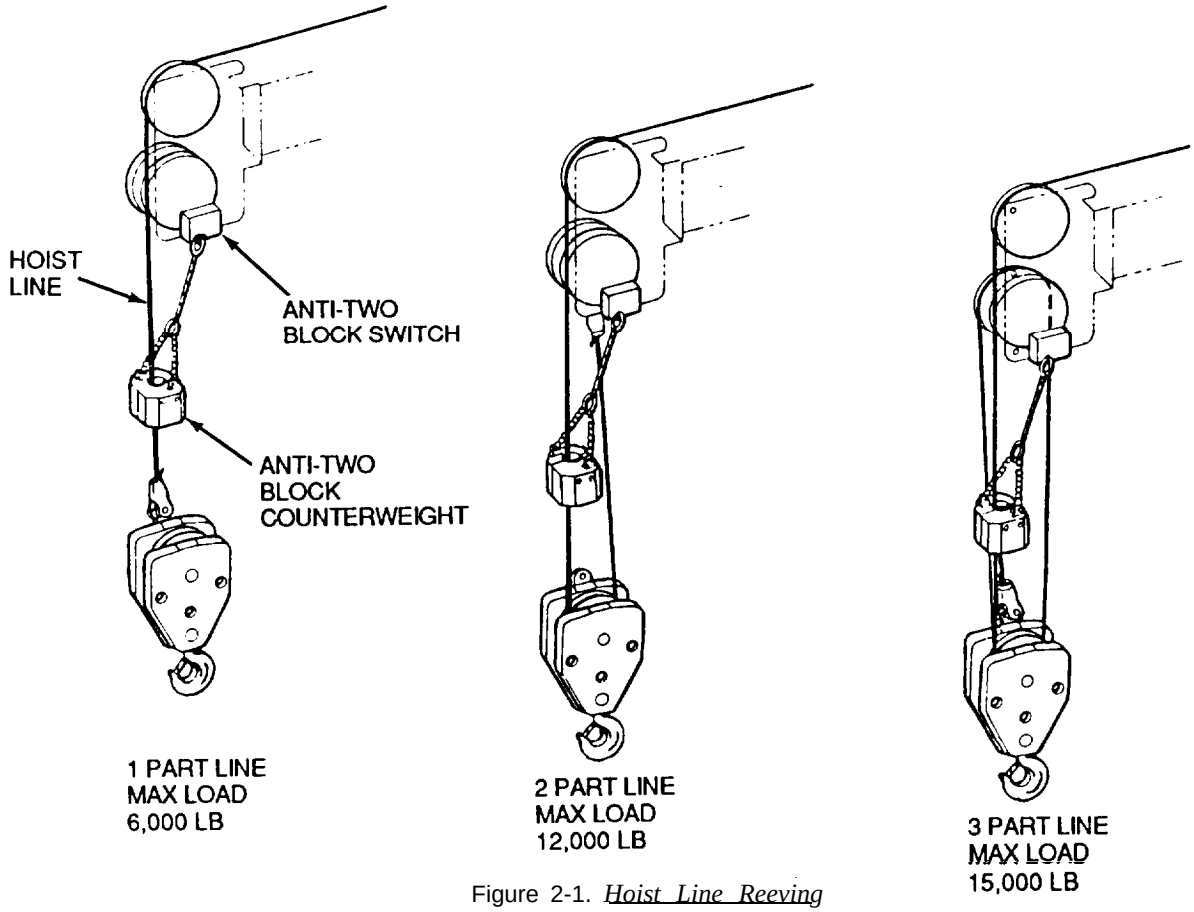

Figure 2-1. *Hoist Line Reeving*
1. Remove socket and wedge from cable and thread it through the hook block for 2-part and 3-part reeving (Figure 2-1).